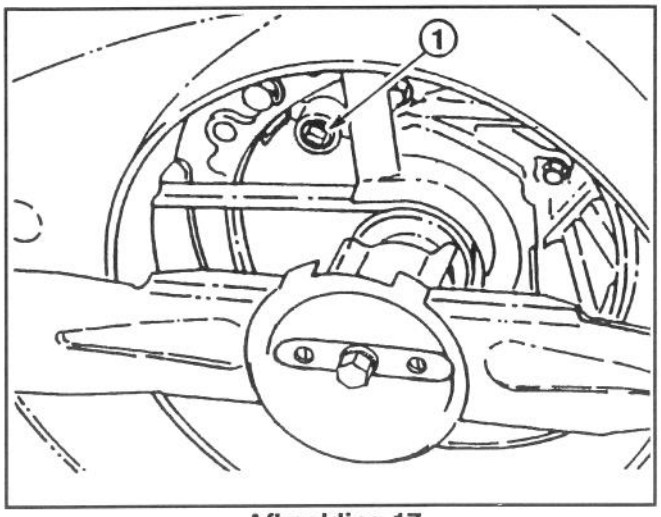

Afbeelding 17
3. Houd de maaier schuin naar links. Verwijder de aftastop aan de onderzijde van de maaier met behulp van of een dopvergroter van 9,5 mm met een sleutel om te draaien (Afb. 17). Plaats een opvangbak onder de maaier.